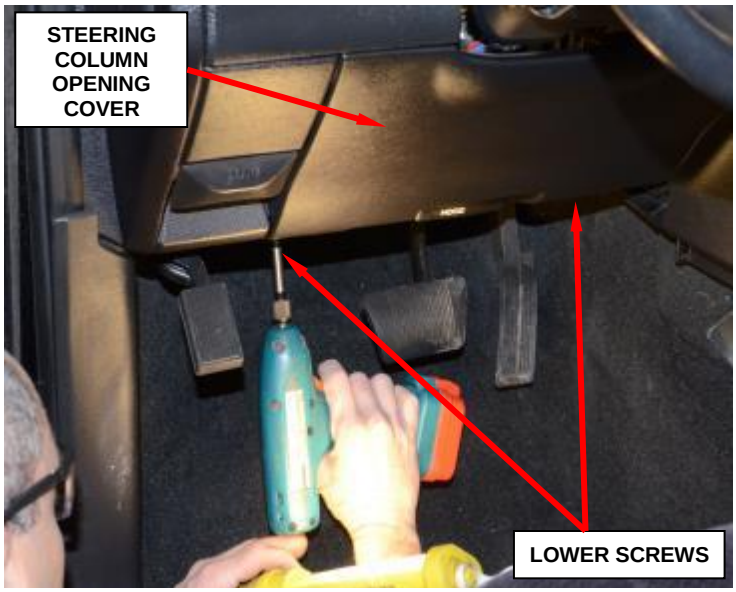

**Figure 4 – Steering Column Opening Cover**
a. Remove the two lower screws from the steering column opening cover then release the two retainer clips that secure the top of the steering column opening cover to the instrument panel and remove the cover (Figure 4).